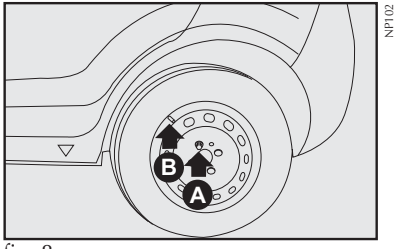

fig. 8
8) Atarraxar apenas um dos parafusos **A-fig. 8**, em correspondência com a válvula de enchimento **B -fig. 8**;